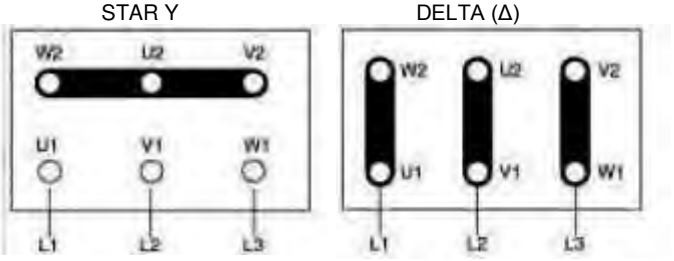

Рисунок 1
Двигатели должны быть снабжены трехфазным напряжением или, если это требуется заказчику, монофазным напряжением. Тип подключения трехфазных двигателей может быть Звезда (Y) или Дельта (Δ) в соответствии с источником питания 380 или 220 В переменного тока (см. рисунок 1).